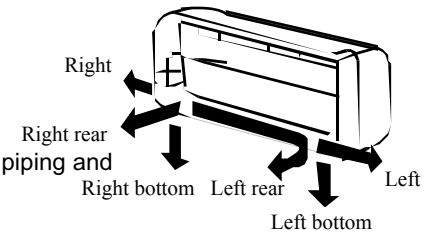

Fig. 2
③ Install the drainage hose
- As shown in Fig.2, the pipe could be lead out, from six direction, according to desire to select one of these.